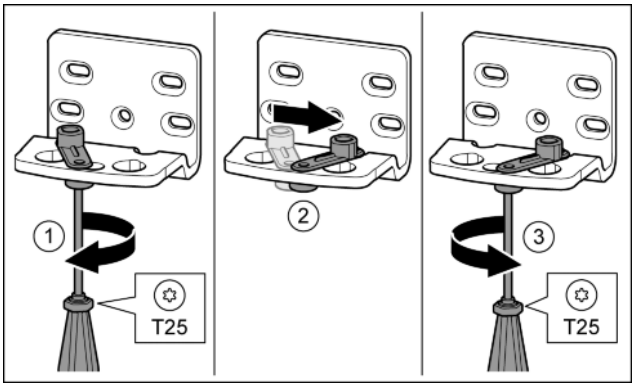

Fig. 16
- ▶ Loosen the screw using a T25 screwdriver. *Fig. 16 (1)*
- ▶ Lift the door closure aid and turn it 90° to the right in the hole. *Fig. 16 (2)*
- ▶ Tighten the screw using a T25 screwdriver. *Fig. 16 (3)*